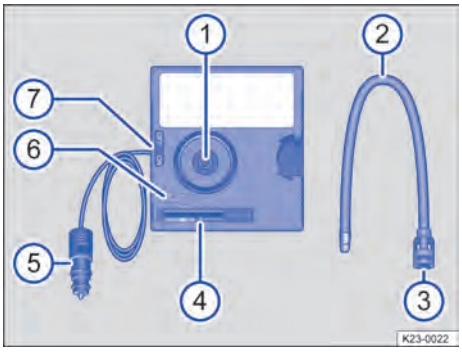
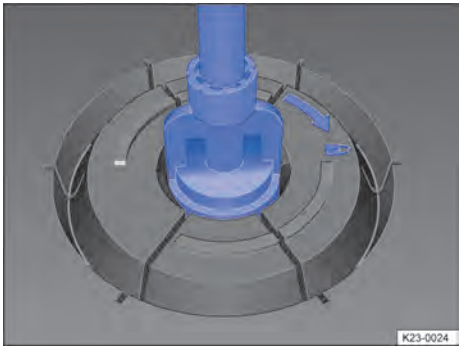
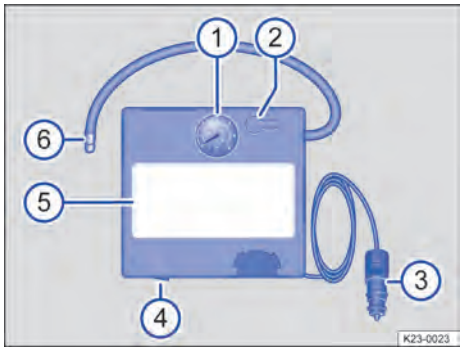

Bilde 223 Kompressor i dekkreparasjonssettet (eksempel).
Bilde 224 Sette på dekkpåfyllingsslangen.
Bilde 225 Kompressor i dekkreparasjonssettet (eksempel).
1. Ta av dekkpåfyllingsslangen → Bilde 223 ② på baksiden av kompressoren.
2. Sett dekkpåfyllingsslangen → Bilde 223 ② og vingemutteren ③ inn i festet for dekkpåfyllingsslangen ①. Vingemutteren skal peke mot 🔓.
3. Skru vingemutteren → Bilde 223 ③ med klokken til vingemutteren peker mot 🔒 → Bilde 224.
4. Skru kompressorens dekkpåfyllingsslange → Bilde 223 ② fast på dekkventilen.
6. Sett det 12-volts ledningsstøpslet → Bilde 223 ⑤ i en 12-volts stikkontakt i bilen → Side 219.
7. Slå på kompressoren med på/av-bryteren → Bilde 223 ⑦.
1. Skru kompressorens dekkpåfyllingsslange → Bilde 225 ⑥ fast på dekkventilen.
3. Sett det 12-volts ledningsstøpslet → Bilde 225 ③ i en 12-volts stikkontakt i bilen → Side 219.
4. Slå på kompressoren med på/av-bryteren → Bilde 225 ④.
2. Koble til dekkpåfyllingsslangen → Bilde 223 ② eller → Bilde 225 ⑥ igjen, og les av dekktrykket på dekktrykkmåleren → Bilde 223 ④ eller → Bilde 225 ①.